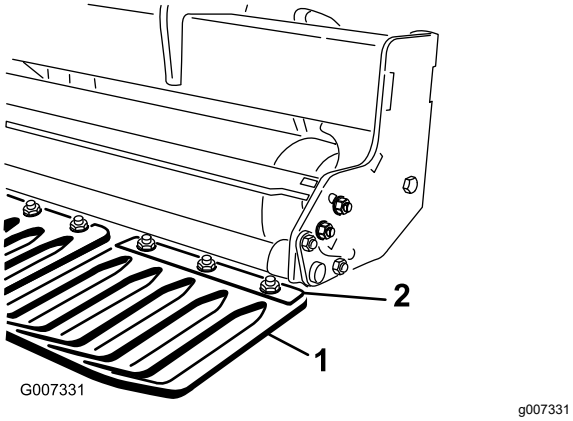

Figur 17
1. Lossa på muttrarna som fäster gräsmatteskyddets klämmor på verktygsstödfästet (Figur 17).